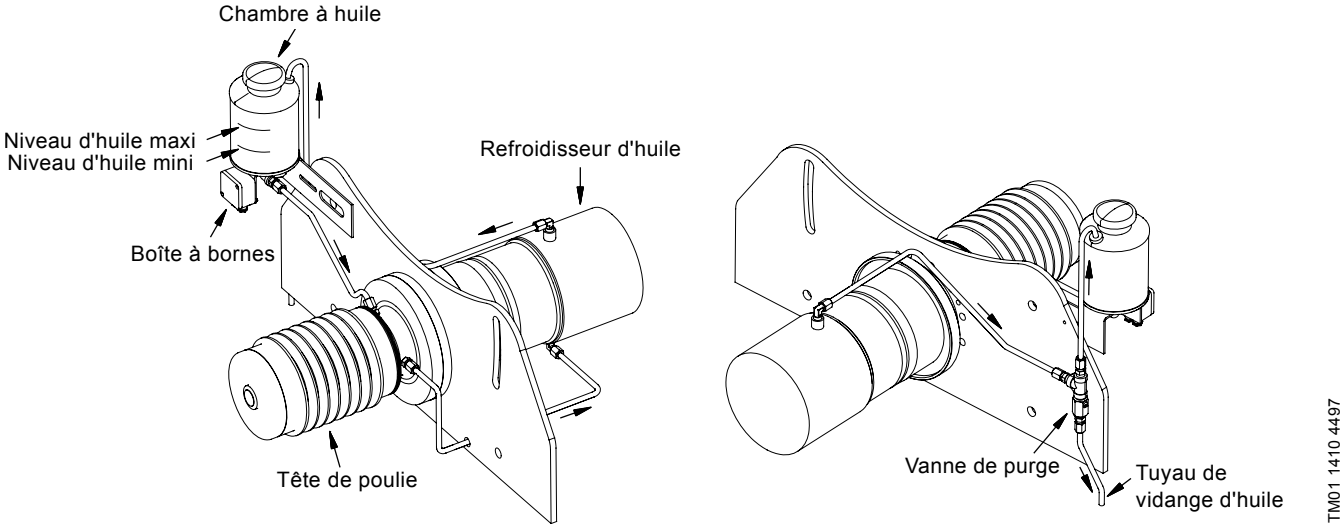

Fig. 23 Système de lubrification à huile, pompe d'alimentation haute pression BME
Pendant le fonctionnement, il doit y avoir un flux continu d'huile à la chambre à huile. Contrôler le flux en regardant à l'intérieur de la chambre. Voir fig. 23.
2. Ouvrir la vanne de purge. Voir fig. 23. L'huile s'écoule alors du tuyau de vidange.
1. Vérifier que la vanne de purge est fermée. Voir fig. 23.